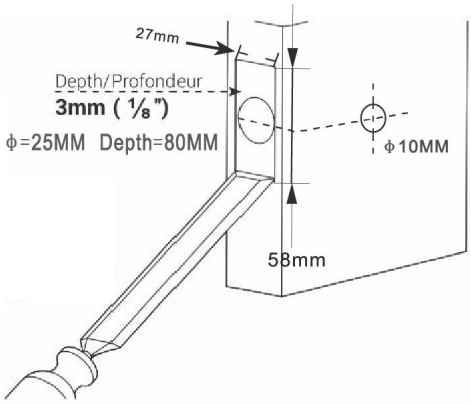

FIG4
1) Marquez un point central sur la « ligne centrale du loquet » (comme sur la figure 4).